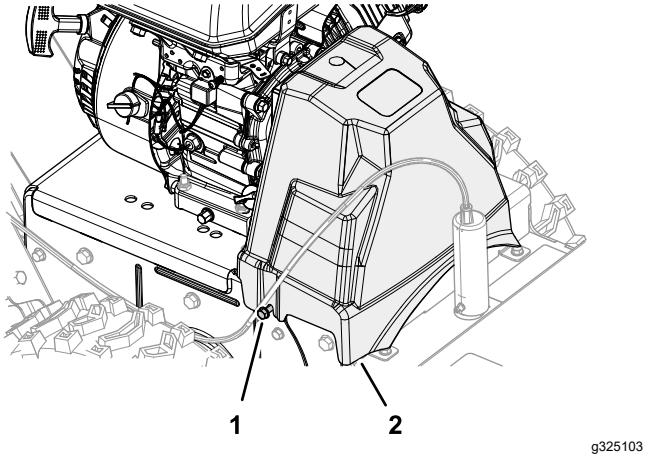

Figuur 42
1. Maak de 2 flenskopschroeven los waarmee de riemkap op de machine bevestigd is (Figuur 42).